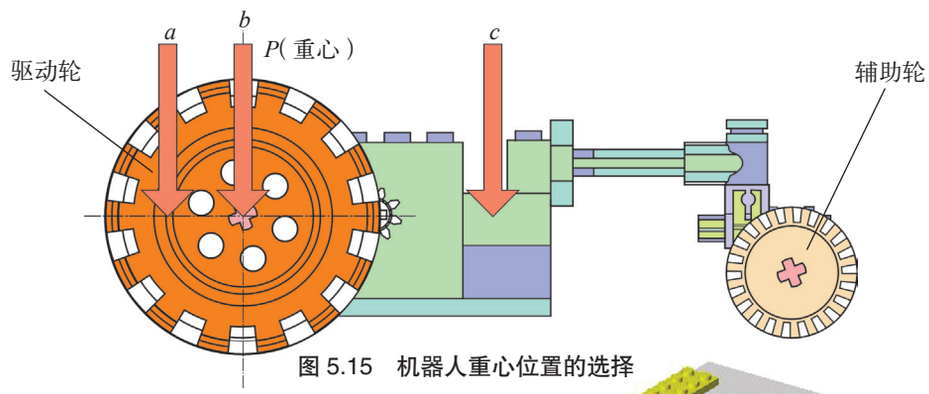

图 5.15　机器人重心位置的选择
1. 对于我们搭建的机器人，其重心对运动稳定性的影响是不容忽视的。试分析机器人重心的前后位置应在图 5.15 中 *a*、*b*、*c* 哪个位置最佳？重心的高低又对机器人运动有什么影响？有哪些手段可以调节机器人的重心位置？